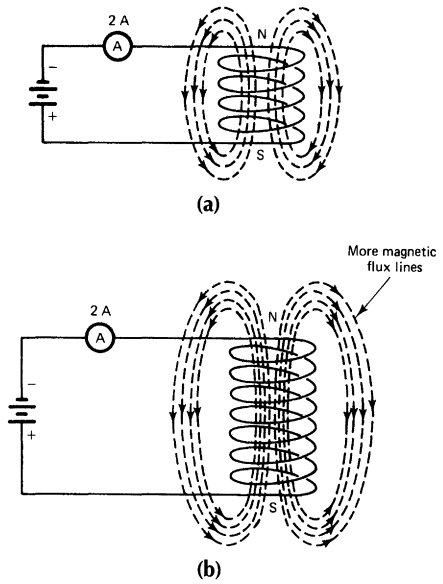

FIGURE 4-9 Effect of ampere turns on magnetic field strength. (a) Five turns, two amperes = 10 ampere-turns. (b) Eight turns, two amperes = 16 ampere-turns.
The magnetic strength of an electromagnet depends on the three following factors: (1) the amount of current passing through the coil, (2) the number of turns of wire, and (3) the type of core material. The number of magnetic lines of force is increased by means of increasing the current, increasing the number of turns of wire, or using a more desirable type of core material. The magnetic strength of electromagnets is determined by the *ampere-turns* of each coil. The number of ampere-turns is equal to the current in amperes multiplied by the number of turns of wire ($I \times N$). For example, 200 ampere-turns is produced by 2 A of current through a 100-turn coil. One ampere of current through a 200-turn coil produces the same magnetic field strength. Figure 4-9 shows how the magnetic field strength of an electromagnet changes with the number of ampere-turns.